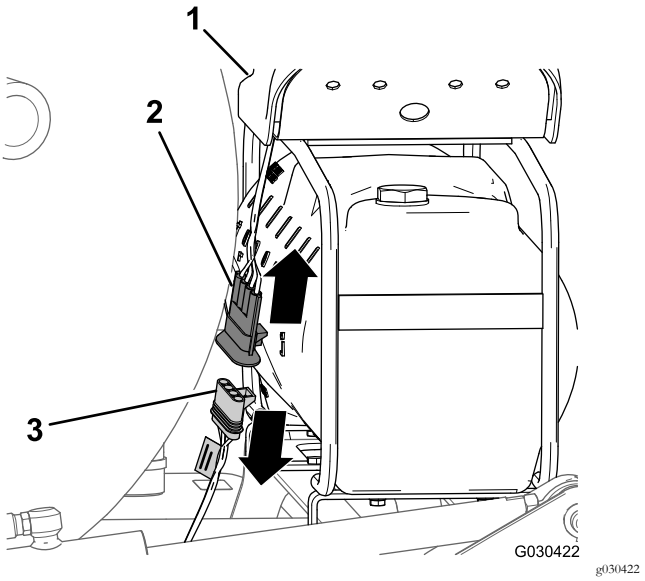

Figuur 6
1. Zoek achteraan de schuimmarkeerdertank de kabelboom aan de compressor (Figuur 6).
2. Koppel de stekker met 4 pinnen van de kabelboom van de compressor los van de busconnector met 4 contacten van de achterste kabelboom van de machine (Figuur 6).